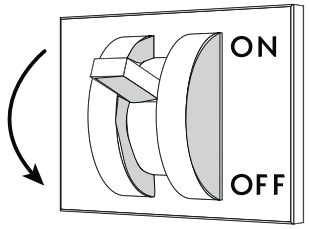

Fig. 53
- Togliere la tensione elettrica al banco tramite l'interruttore sezionatore generale a parete ("Fig. 53").